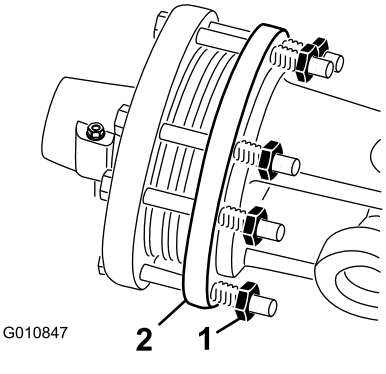

Figur 49
1. Ved sæsonens afslutning skal hver af koblingsmøtrikkerne drejes 2 omgange tilbage (Figur 49).